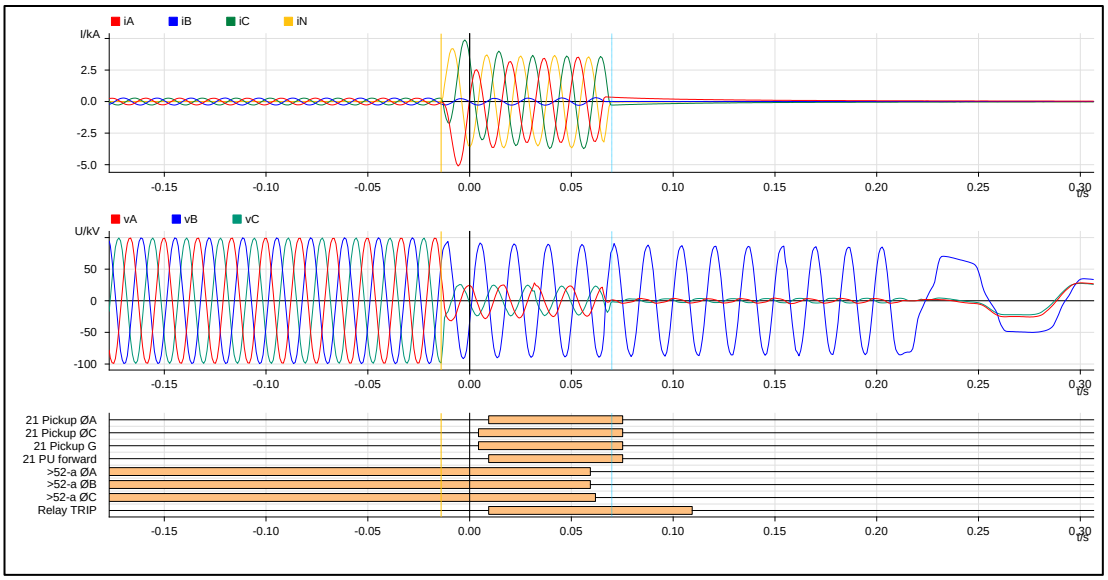

Figura 2. Registro oscilográfico del relé 7SA611 de la línea L-1710 en la S.E. Caripa (Fuente: LA VIRGEN)
11.2 En la S.E. Caripa, luego de 84 ms de iniciada la falla, se produjo la desconexión de la línea L-1710 mediante la apertura trifásica del interruptor IN-52-4, por actuación de su protección distancia (21) en Zona 1 (ver Figura 2).